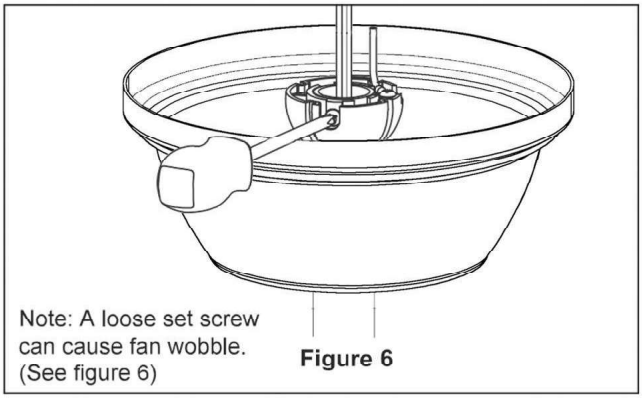

Figure 6
4. Tighten the globe of the suspension against the pin and securely fasten the fixing screws. Note: Loose fastening screws may cause the fan to wobble. (Refer to Figure 6)